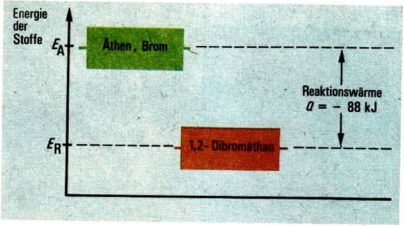

Abb. 92 Energiediagramm zur Addition von Brom an Äthen
Additionsreaktionen sind exotherme Reaktionen. Die Energie der Ausgangsstoffe ist größer als die der Reaktionsprodukte (Abb. 92). ① ② ③